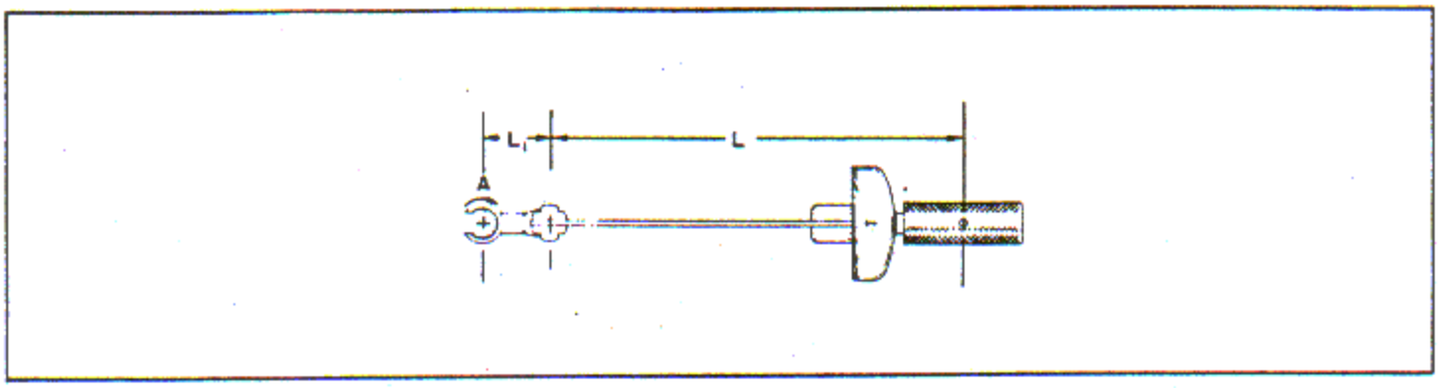

Figure 9-1. Torque Wrench with Extension
a. To determine the applied torque on a nut, bolt or screw from the observed scale reading, see figure 9-1, use the following formula.